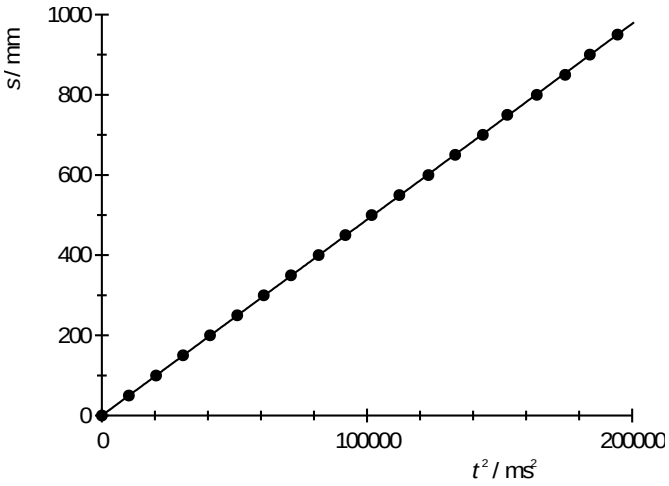

Fig. 3: Fallstrecke als Funktion des Quadrats der Fallzeit
b) Linearisierung durch Darstellung der Fallstrecke als Funktion des Quadrats der Fallzeit auftragen (siehe Fig. 3):